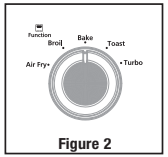

Figure 2
2. **Function Selector Knob –** Select cooking function by turning knob to desired setting. (See Figure 2)